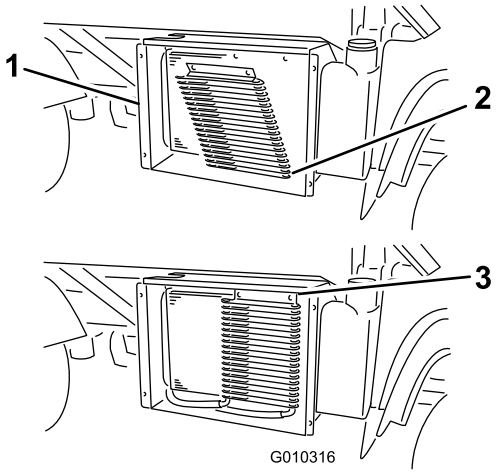

Rysunek 59
3. Obróć zaczepy, jeżeli stanowią część wyposażenia, i odchyl chłodnicę oleju od chłodnicy (Rysunek 59).